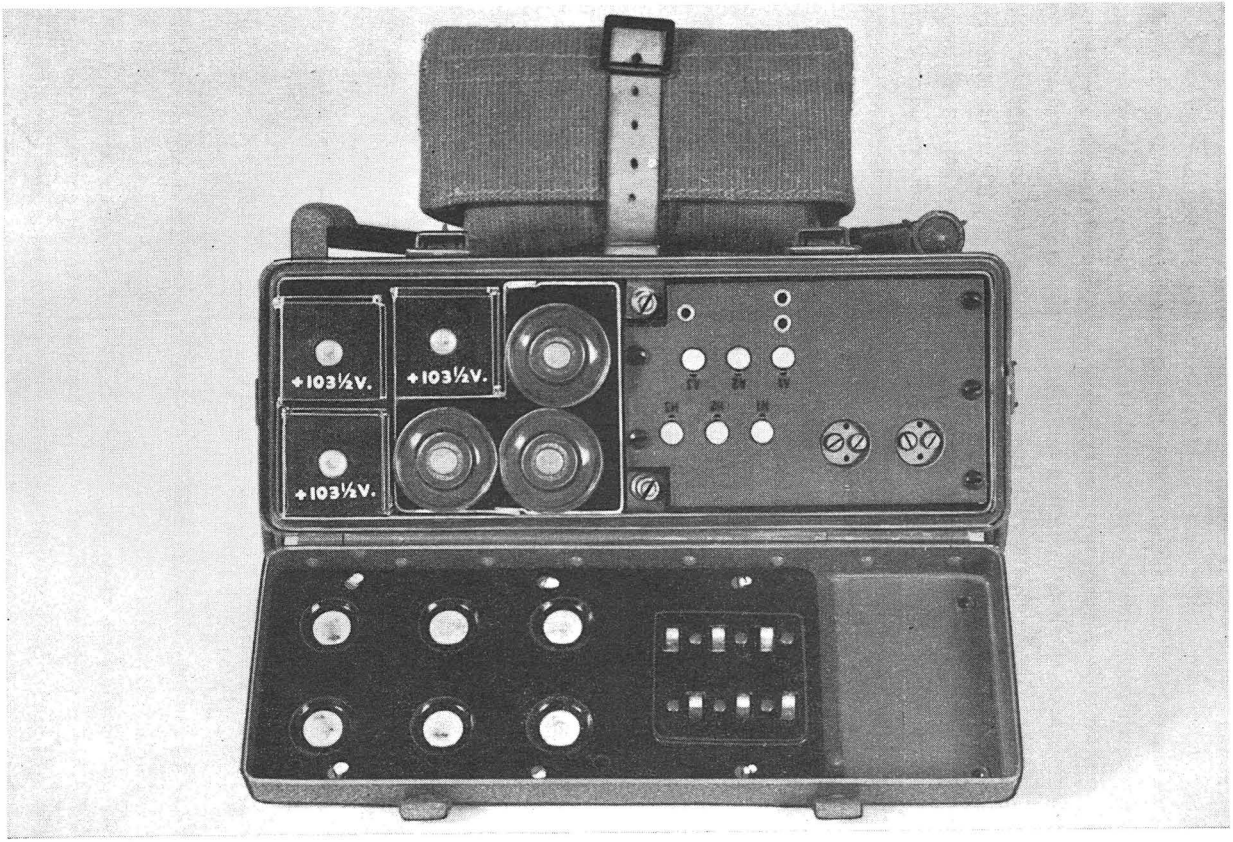

Fig. 9. Batteriefach geöffnet
a) Einsetzen der Batterien (Fig. 9)